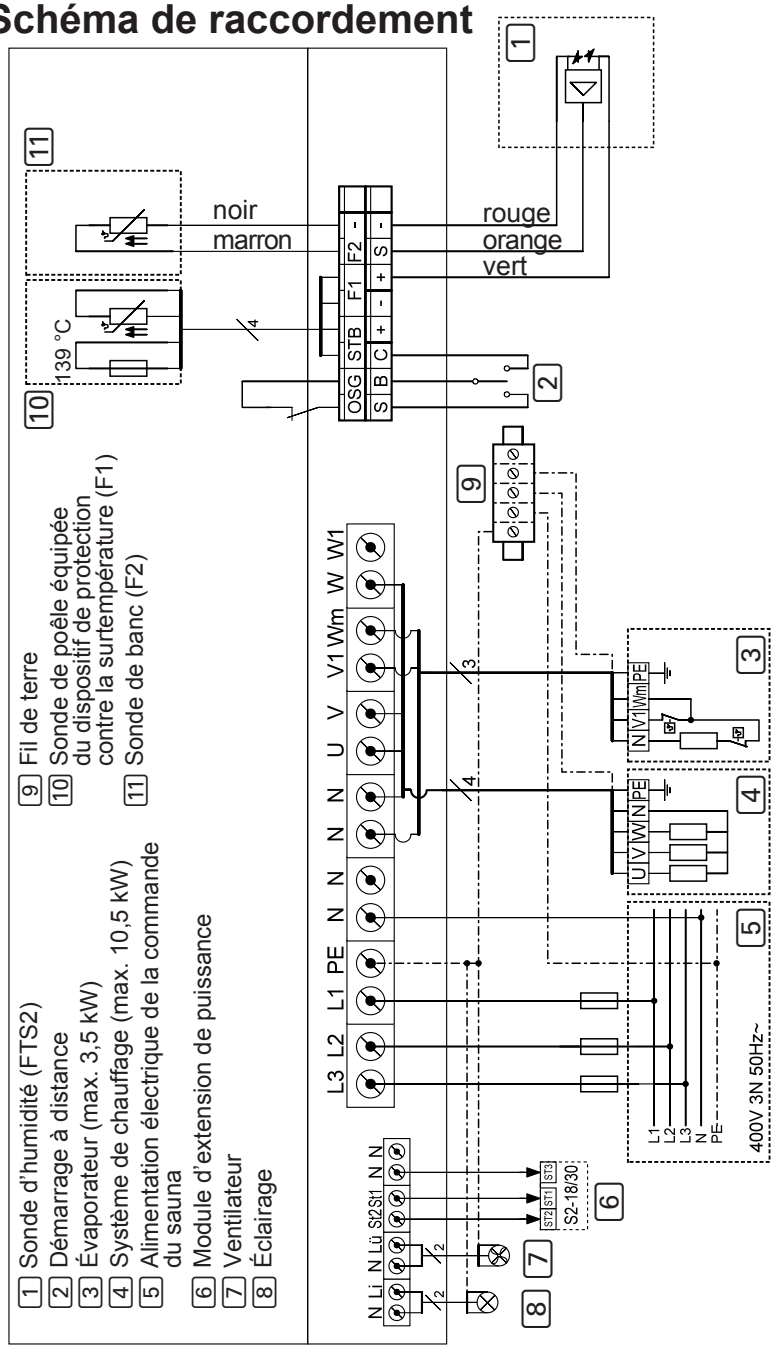

Fig. 4 Schéma de raccordement
- Respectez le schéma de raccordement (**Fig. 4**) page **24**.